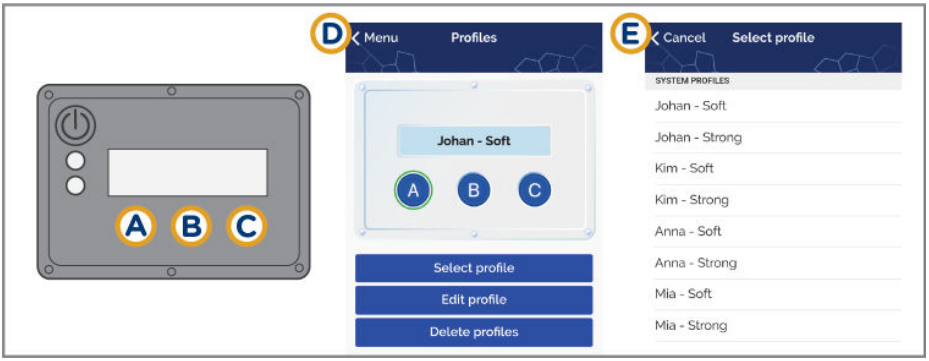

Abbildung 20: Die Carbonhand App. So weisen Sie ein Profil einer Taste zu.
3. Aktivieren Sie die Taste, der Sie ein Profil zuweisen möchten (**A**, **B** oder **C**). Die aktivierte Taste wird grün umrandet (Abbildung 20 D).
4. Gehen Sie zu **Select profile** (Profil auswählen). Wählen Sie das Profil aus, das für die aktivierte Taste verwendet werden soll (Abbildung 20 E).